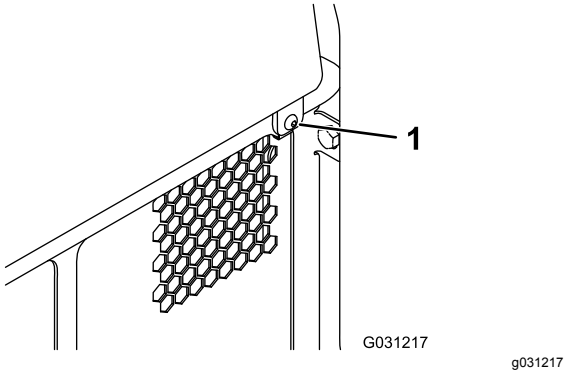

Rysunek 36
1. Zdejmij element mocujący (Rysunek 36).
2. Unieś tylną pokrywę dostępową, aby uzyskać dostęp do elementów wewnętrznych (Rysunek 36).